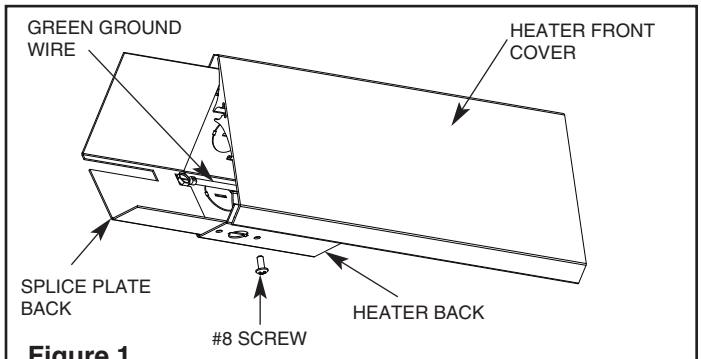

Figure 1
3. Using a screwdriver or 5/16" nut driver, align the ground lead as shown in Figure 1. Align the ground lead of the left hand cove heater.
4. Locate the splice plate back. Align the mounting holes with the heater back (junction box) mounting hole. Install #8-18 x 3/8 screw into right hand hole (See Figure 1).